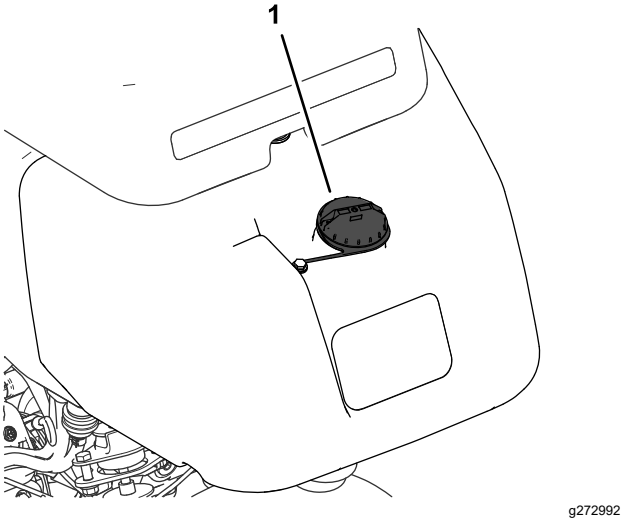

Figur 25
1. Rengør området omkring brændstofdækslet og afmonter det (Figur 25).